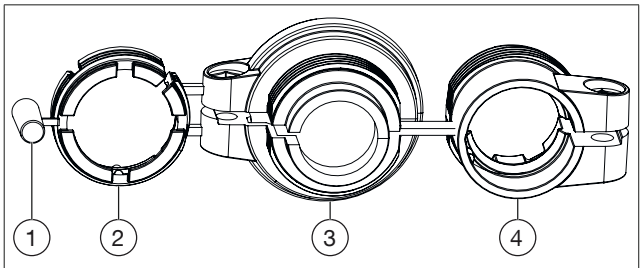

Рис. 2: *Адаптер*
3. При необходимости используйте подходящий адаптер для „mote 200“ (см. рисРис. 2 на стр. 8 и 6 на стр. 8) и установите его на вентиль.